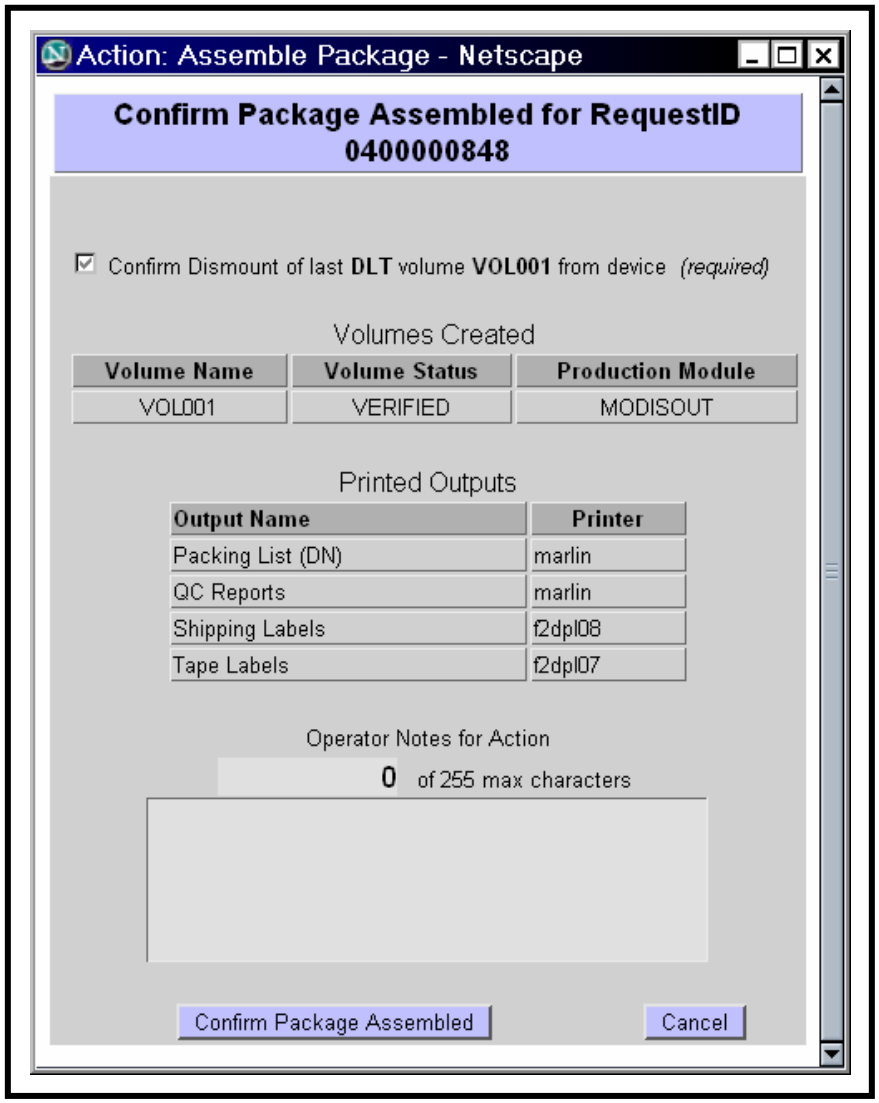

Figure 97. Confirm Package Assembled Page
The **Confirm Package Assembled** page (Figure 97) provides the full-capability operator with a means of confirming the assembly of the PMD package for shipment (i.e., the last volume of a request passed QC and has been dismounted). In addition, the full-capability operator has the option of annotating the action.
- A **Confirm Package Assembled** dialogue box (Figure 97) is displayed.